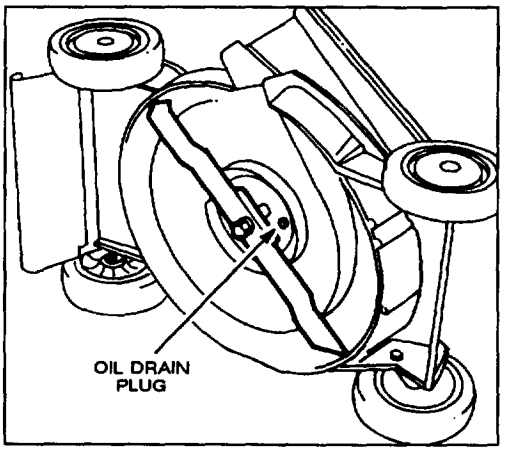

Figure 11
3. Tip mower on its left side. Remove drain plug from underside of mower using an adjustable wrench (Fig. 11). Place a drain pan under mower.
3. Set air gap at 0.030" (0.76 mm) (Fig. 11). Install correctly gapped spark plug and gasket seal. Tighten plug firmly to 15 ft-lb (20 N·m).